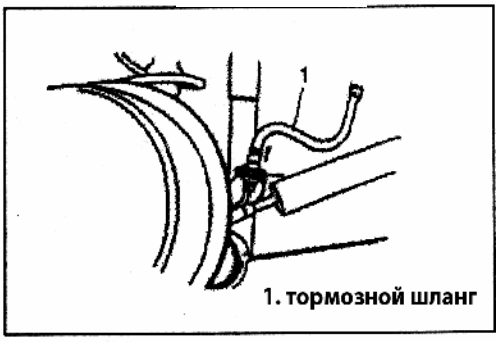

Рис. 678
4) Выверните гайку тормозной трубки (Рис. 678). Не допускайте разлива тормозной жидкости.